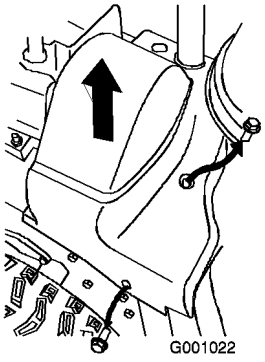

Bild 46
2. Heben Sie die rechte Seite der Riemenabdeckung an (Bild 46).